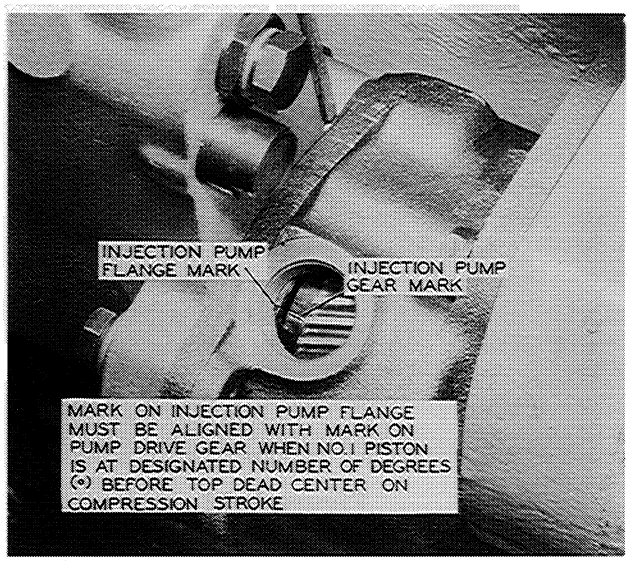

Figure I-58
STEP 3 -- Remove the plug from the timing hole on the pump drive housing, Figure I-58. If the injection pump is properly timed to the engine, the mark on the injection pump gear will be aligned with the mark on the pump flange, Figure I-58.